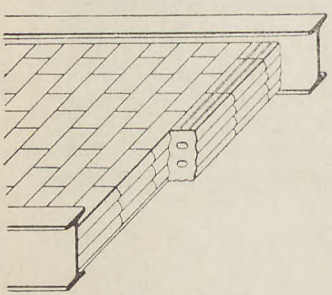

Fig. 100.
1. Albrechts-Decke, von Hofmaurermeister Schütz-Cassel, aus sog. Albrechts-Deckensteinen (D. R.-P. 111555), die mit Kalkmörtel als „Rollschicht" vermauert werden. Spannweite der Felder bis zu 3 m, Größe der Steine $25 \times 12 \times 8 - 10$ cm, Gewicht eines Steines ca. $2^1/_2$ kg, Gewicht der Decke pro 1 qm = ca. 165 kg; hierzu gehören 40—45 Steine einschl. Materialverlust, Fig. 100.